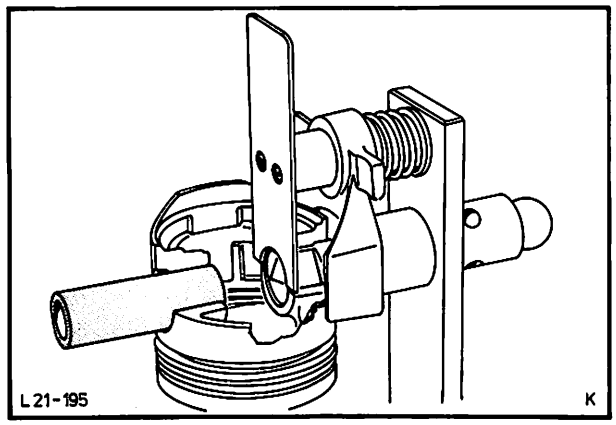

Abb. 295 Kolbenbolzen einsetzen
6. Kolbenbolzen bis zur Innenkante des anderen Bolzenauges durchschieben, Abb. 295.